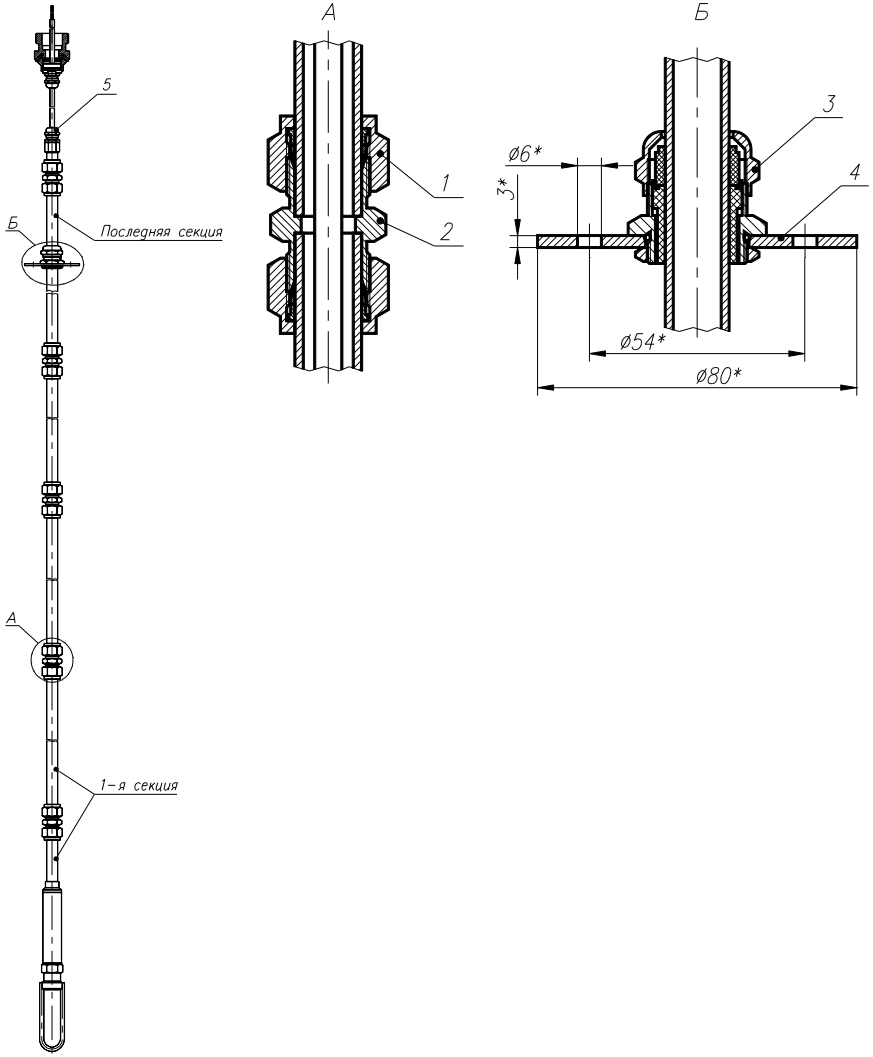

Рисунок 3.9
- Придерживая секцию руками, вставьте в соединительный фитинг 2 (рисунок 3.9) трубу второй секции преобразователя с установленными обжимными кольцами и гайкой 1 так, чтобы переднее обжимное кольцо плотно вошло в основание фитинга 2.